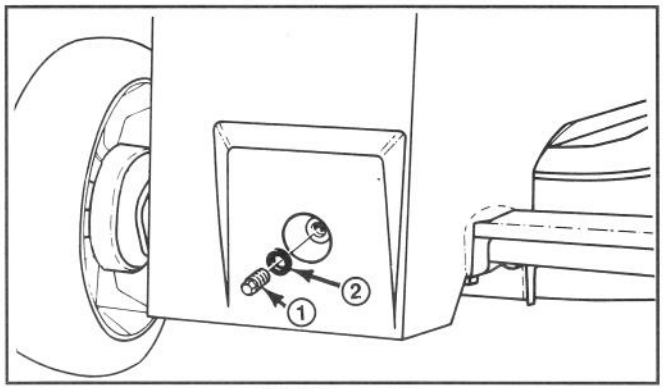

Abbildung 29
4. DEN GETRIEBEÖLSTAND PRÜFEN—Greifen Sie zwischen die Deckplatte und das Getriebegehäuse und reinigen Sie um den Getriebestopfen und die Dichtung (Abb. 29). Entfernen Sie Stopfen und achten Sie auf Öl, das heraustropft. Tropft Öl heraus, bringen Sie den Stopfen schnell wieder an, da der Ölstand korrekt ist. Wenn nicht, geben Sie Getriebeöl zu: siehe Schritt 5.